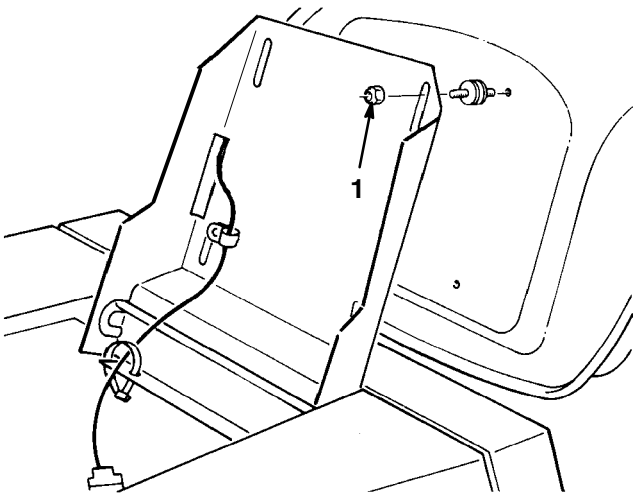

Figure 9
1. Basculer le siège et desserrer les écrous de blocage (Fig. 9).